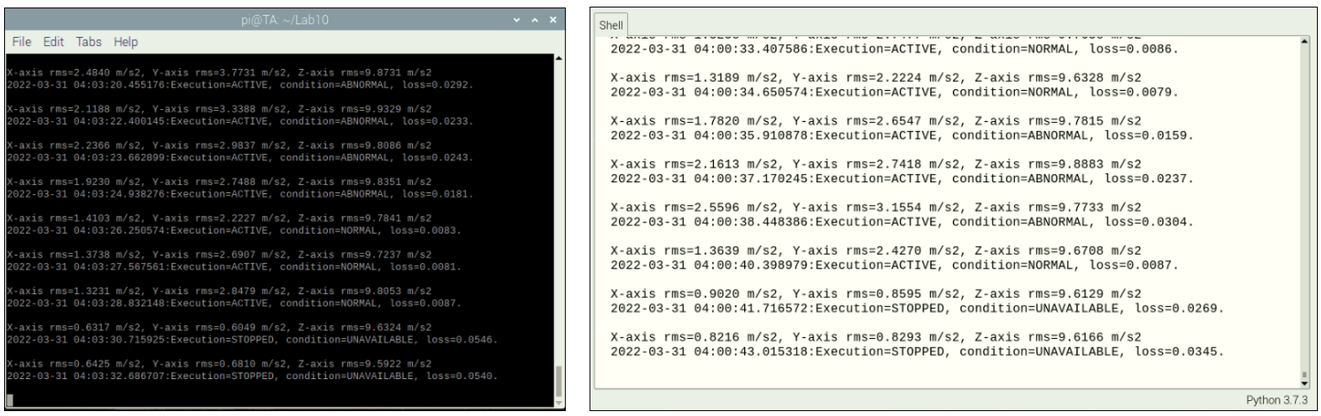

Figure 6 The result of algorithm by TASK4: 'Terminal' (left) and 'Thonny' (right)
2. The example result is shown in Figure 6.